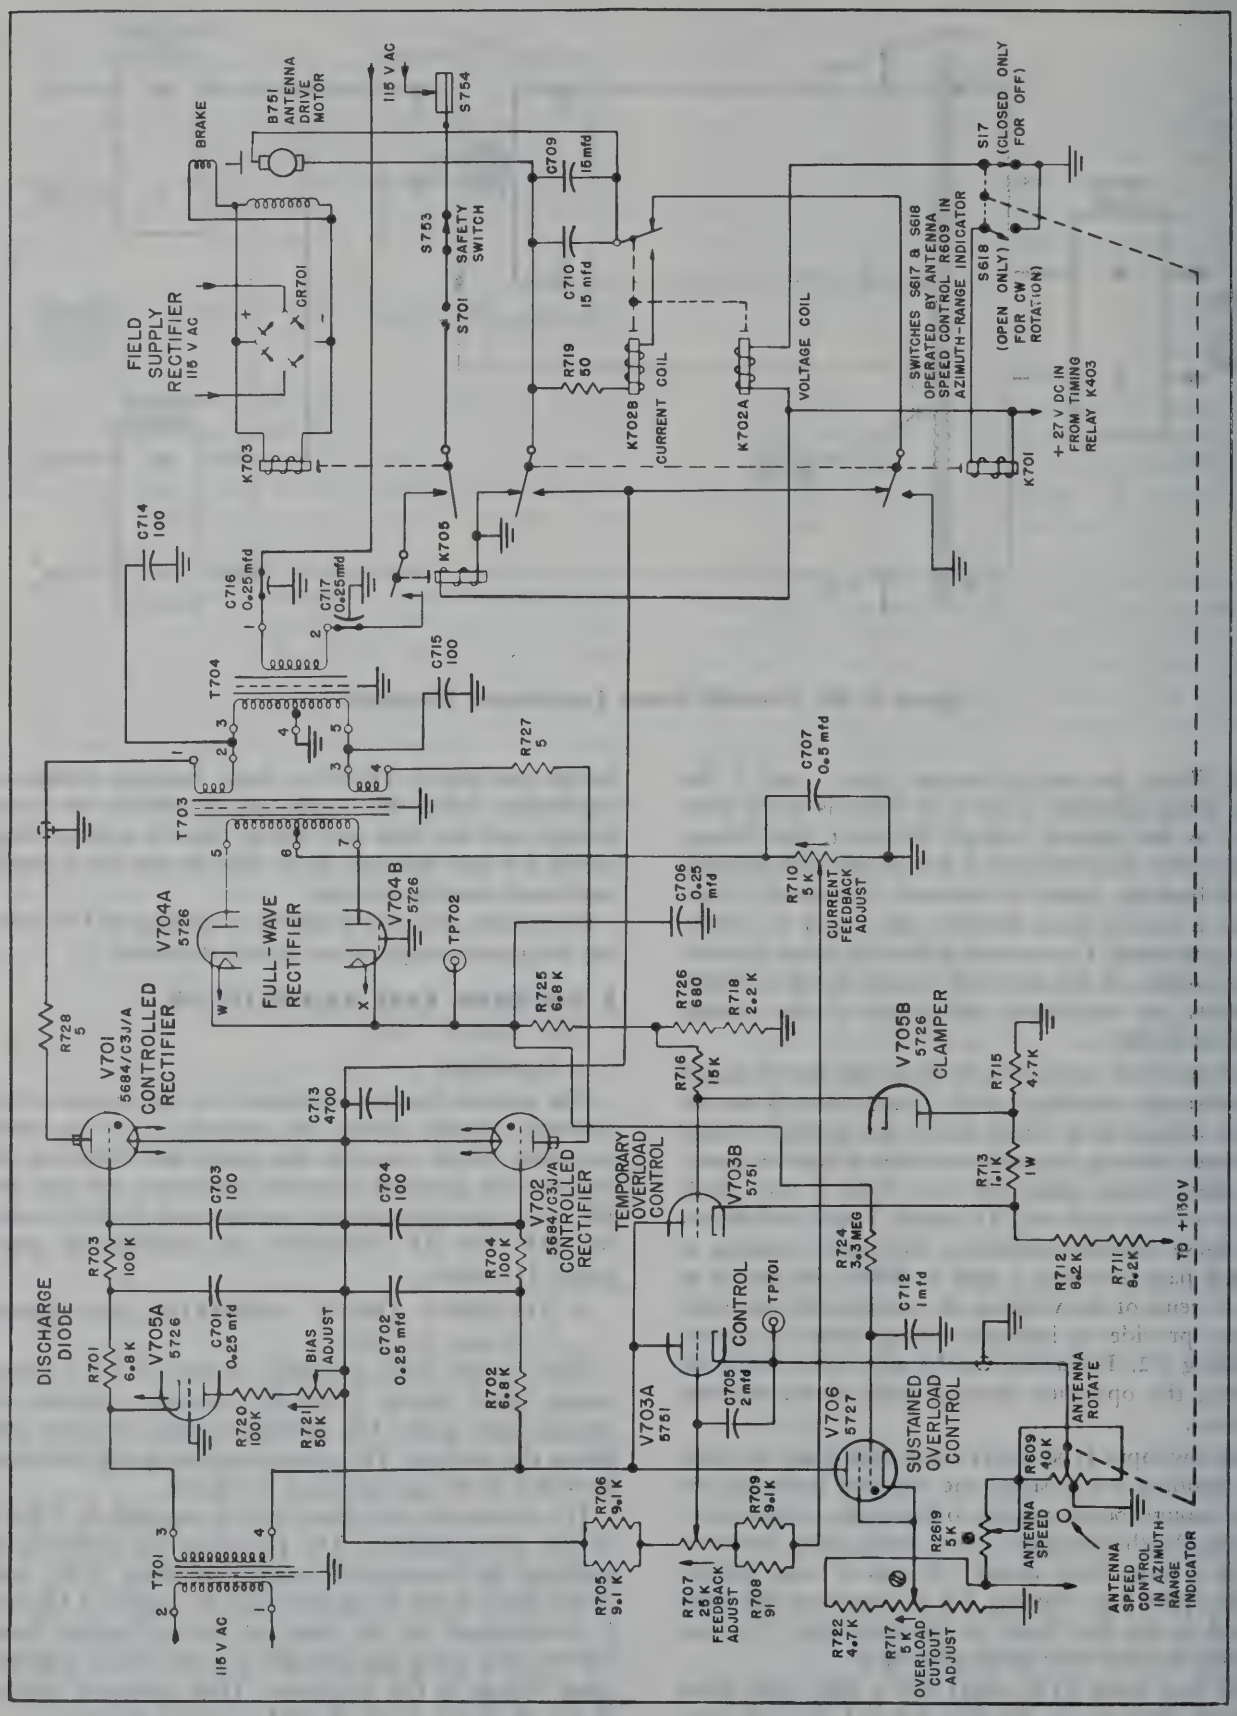

Figure 2–39. Servo Amplifier Chassis
c. SERVO AMPLIFIER. *(See figure 2—39.)*